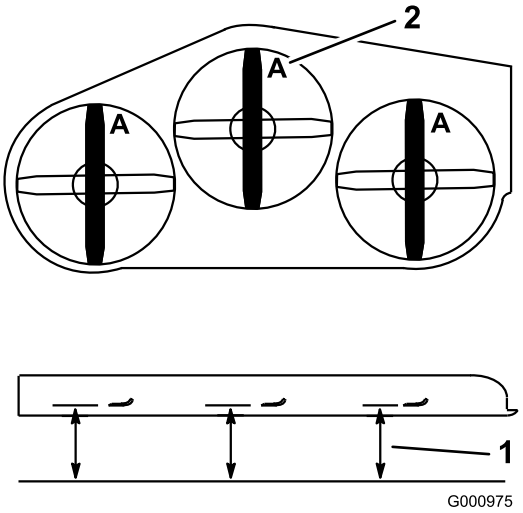

Figur 88
3. Rotera knivarna tills ändarna vetter framåt och bakåt (Figur 88). Mät från ett jämnt underlag till knivens egg vid punkt **A** på knivarna (Figur 88). Anteckna detta mått.